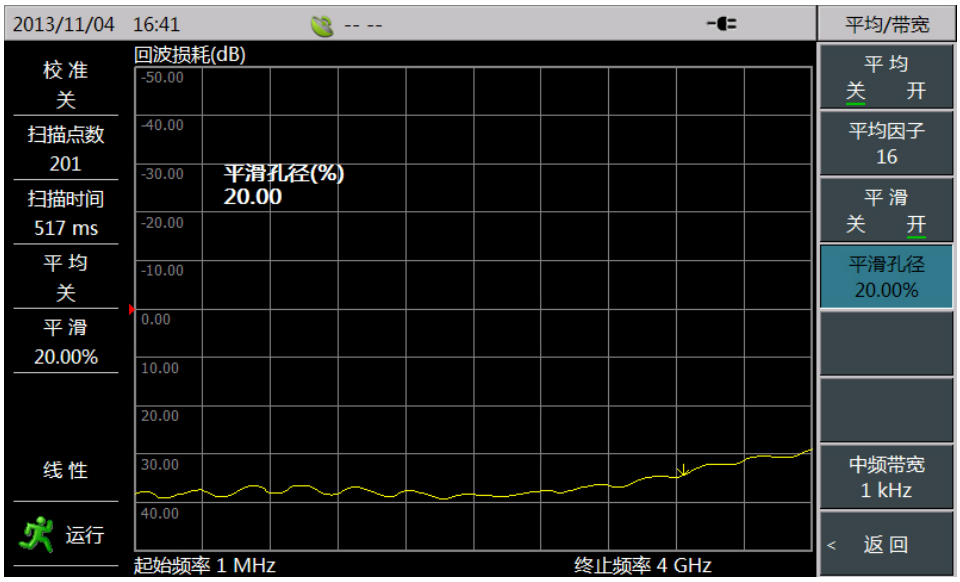

图 5.25 设置平滑孔径
- 点击触摸屏[平滑 关 开]菜单，打开或关闭平滑处理功能。如图 5.25 所示：